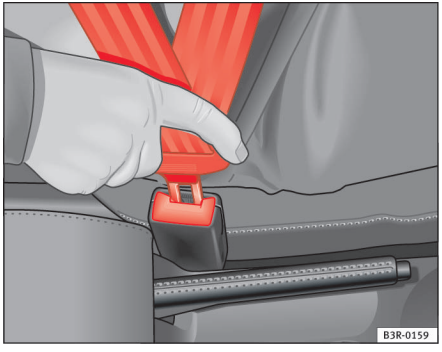

Fig. 11 Sikkerhedsselens selelås og låsetap
– Stik låsetappen ind i den selelås, der hører til den pågældende siddeplads. Du skal kunne høre, at den går i hak ⇒ side 21, fig. 11.